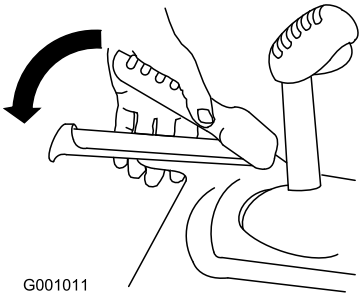

Figura 31
1. Per innestare il comando della trazione premete la leva sinistra (trazione) contro l'impugnatura (Figura 31).